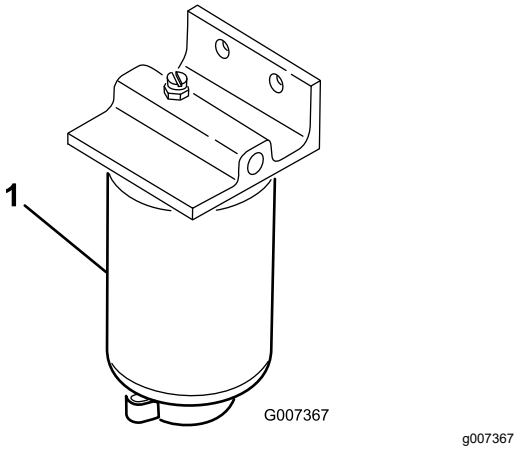

Figuur 34
3. Open de aftapplug op het brandstoffilter ongeveer één slag en tap eventueel water af (Figuur 34).